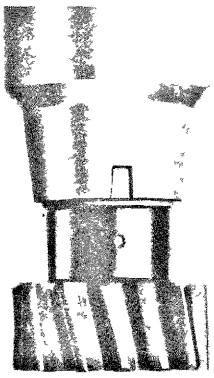

Fig. 5–41 Aligning tally marks
2. Align the tally marks on the distributor housing and driven gear as shown in Fig. 5–41.